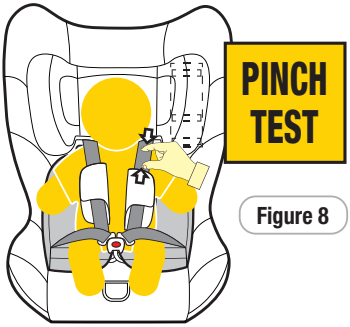

Figure 8
**Step 6:** Check the harness tightness by the **PINCH TEST**, this is achieved by pinching the harness webbing at the shoulders (refer Figure 8)